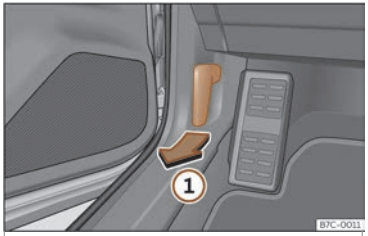

Fig. 195 Panca de desbloqueo no espazo repousapés do condutor.
- Abra a porta e puxe da panca que hai debaixo do taboleiro de instrumentos ››› **fig. 195** ①.